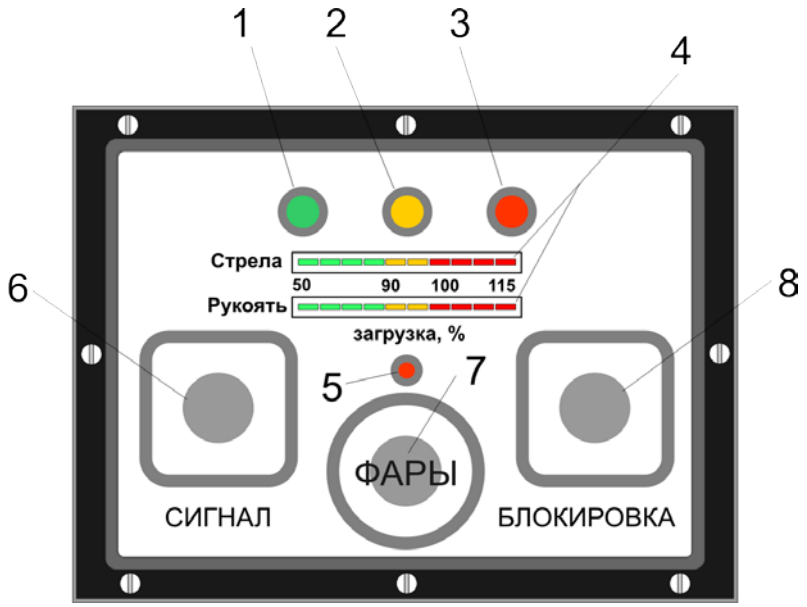

Рис.1
6.4. Блок АОГ, рис.1, представляет собой микропроцессорный контроллер, воспринимающий информацию от входных цепей и вырабатывающий сигналы управления для реле и индикаторов состояния крана.
6.4.5. На передней панели блока АОГ, Рис.1, расположены:
П1.3. Убедиться, что прибор перешел в режим настройки стрелы, Рис.1. Мигают индикаторы 1,2,3, на верхней шкале 4 "Стрела" горит первый сегмент, нижняя шкала 4 "Рукоять" погашена.